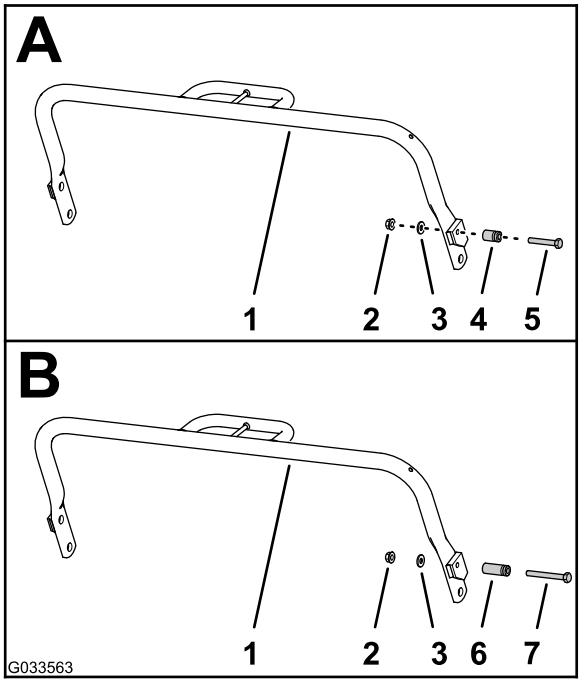

Figura 3
3. Rimuovete il dado flangiato, la rondella, il supporto per molla esistente (1 poll.) e la vite (5/16 x 2 poll.) dal lato destro del cavalletto (A di Figura 3).
4. Montate il nuovo supporto per molla (1-3/4 poll.) sul cavalletto con la nuova vite (5/16 x 2-3/4 poll.), come illustrato in B di Figura 3.
5. Utilizzate il dado flangiato e la rondella che avete conservato al passaggio 3 per fissare il supporto per molla al cavalletto (B di Figura 3).